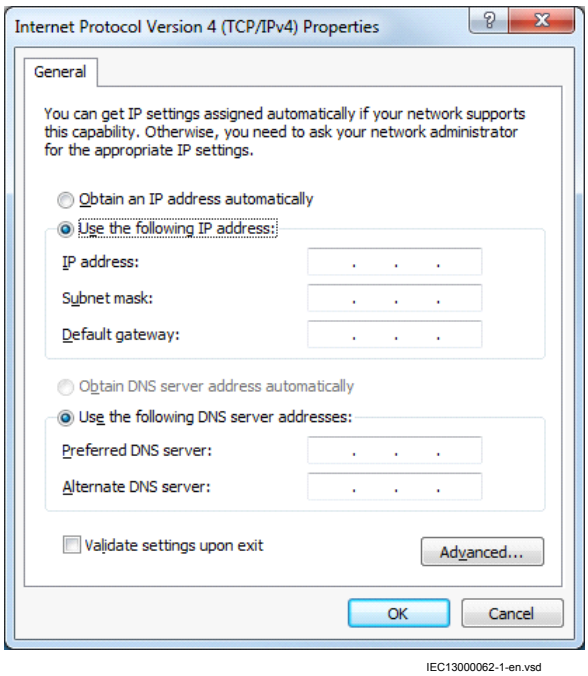

Figure 8: Select: Use the following IP address
5. Select **Use the following IP address** and define *IP address* and *Subnet mask* if the front port is used and if the *IP address* is not set to be obtained automatically by the IED, see Figure 8. The IP address must be different from the IP address chosen for the IED.